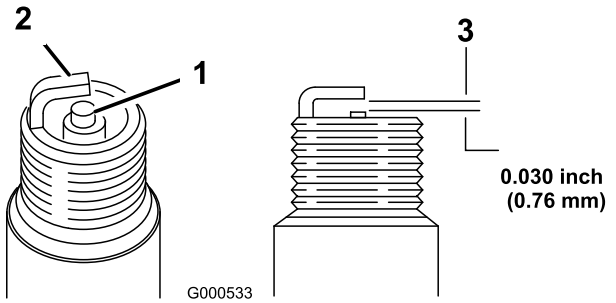

Figura 26
5. Regolate la distanza tra gli elettrodi della candela a 0,76 mm (Figura 26).